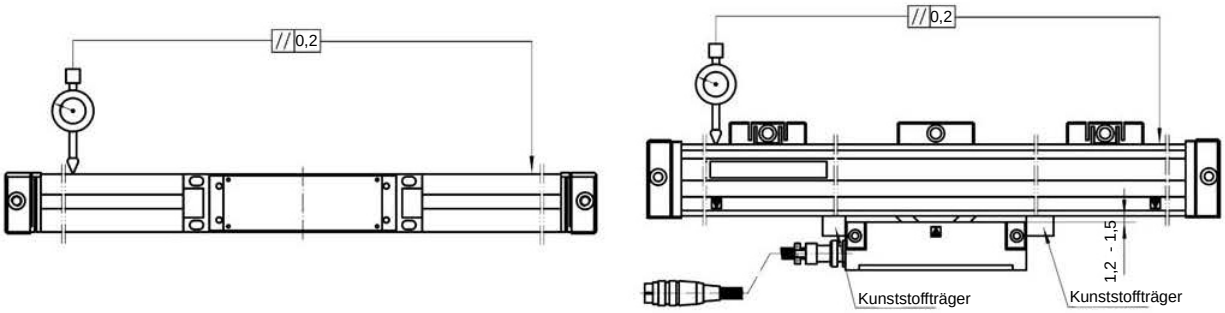

Abb. 2-10:
➜ Zwischen beiden orthogonalen Seitenflächen der Messleiste und der Werkzeugmaschinenführung muss der parallele Fehler kleiner als 0,2 mm über den ganzen Bereich sein. ☞ Abb. 2-10:
- Die Abstandstoleranz zwischen Lesekopf und Messleiste wurde nicht über die gesamte Messstrecke eingehalten ☞ Abb. 2-10: